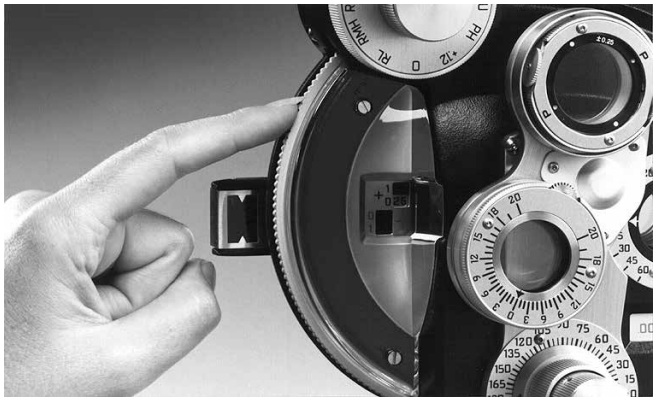

Abbildung TM-3 Bewegung des Einstellrads für schwache Sphäre
2. Die Vorgehensweise ist einfach. Die Drehung des Einstellrads für schwache Sphäre nach unten (d. h. im Uhrzeigersinn für das linke Auge, gegen den Uhrzeigersinn für das rechte Auge) führt zu mehr Plus-Stärke oder weniger Minus-Stärke. Siehe Abbildung TM-3.
3. Die Drehung des Einstellrads für schwache Sphäre nach oben führt zu mehr Minus-Stärke und weniger Plus-Stärke. Siehe Abbildung TM-3.